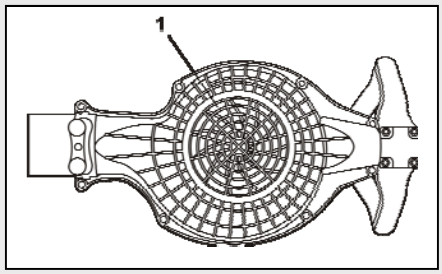

Fig. 7
1. Turn to blower up-side down (Fig. 7).
2. Carefully brush any debris off the air intake screen (1).